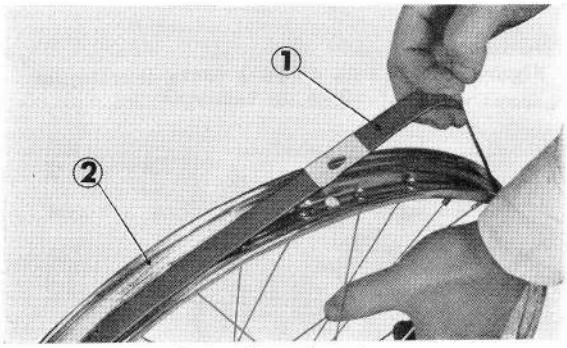

**Figure 4-5 : ① protège-chambre ② jante**
3. Remettre le protège-chambre autour de la jante. (figure 4-5)